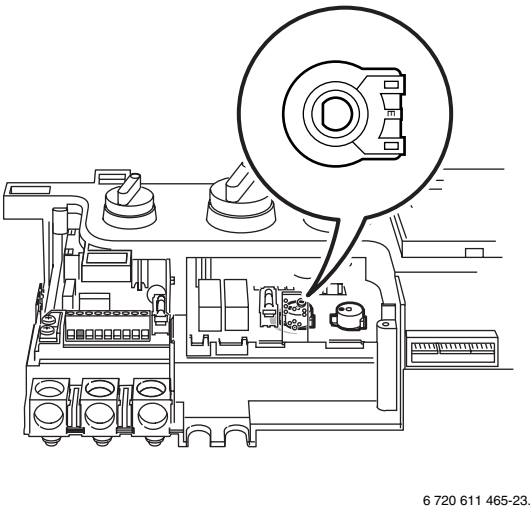

Fig. 27 Impostazione della potenza termica riscaldamento
- Ruotare il potenziometro della potenza di riscaldamento (fig. 27) in modo che la pressione alla rampa ugelli corrisponda alla potenza termica in relazione al fabbisogno desiderato (vedere tabella 4).